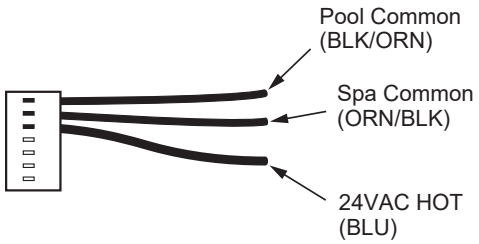

Figure 49. 7-Pin Remote Interface Harness
5. On the “Remote Interface Harness”, connect the BLUE wire to one side of the “REMOTE” switch and connect the other side to either the ORANGE/BLACK wire for “SPA” operation or the BLACK/ORANGE wire for “POOL” operation. See **Figure 49**.
4. On the “Remote Interface Harness” connect the BLUE wire to one side of the “REMOTE” switch and connect the ORANGE/BLACK wire for “SPA” operation and the BLACK/ORANGE wire for the “POOL” operation. See **Figure 49**.